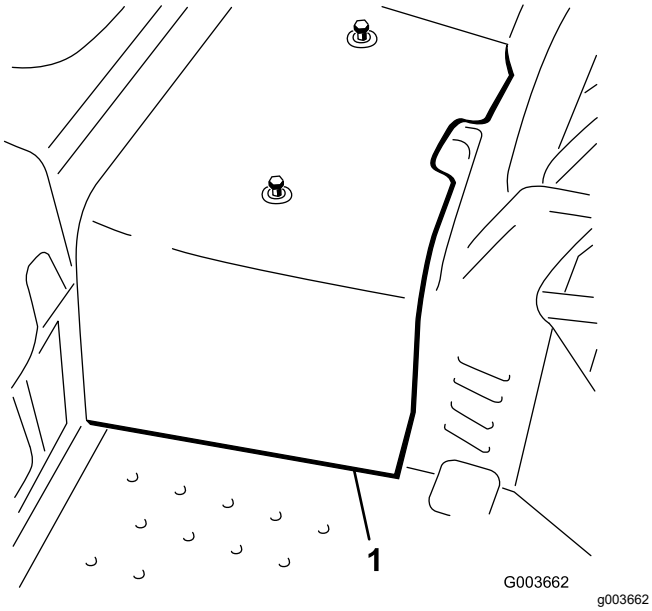

Figura 3
8. Deconectați și îndepărtați carcasa centrală de la cadru (Figura 3).